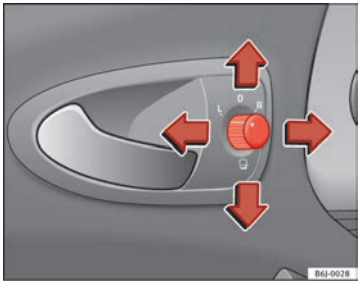

Fig. 67 Controls of exterior mirrors
1. Turn knob ⇒ fig. 67 to position **L** (**left exterior mirror**).
– Turn the control ⇒ fig. 67 to position to fold in the exterior mirrors. You should always fold in the exterior mirrors if you are driving through an automatic car wash. This will help prevent damage.